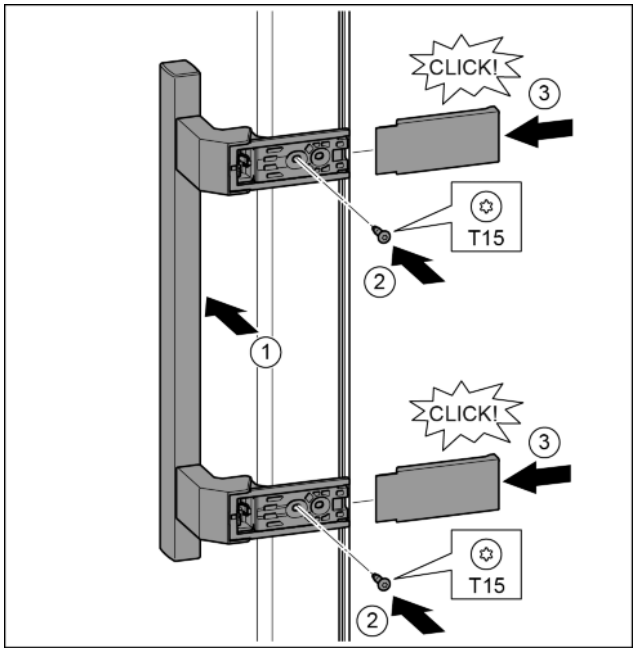

*Fig. 19*
- ▶ Position the handle on the other side. *Fig. 19 (1)*
- ▶ Tighten the screws with the T15 screwdriver. *Fig. 19 (2)*
- ▶ Position the covers on the side and push in. *Fig. 19 (3)*